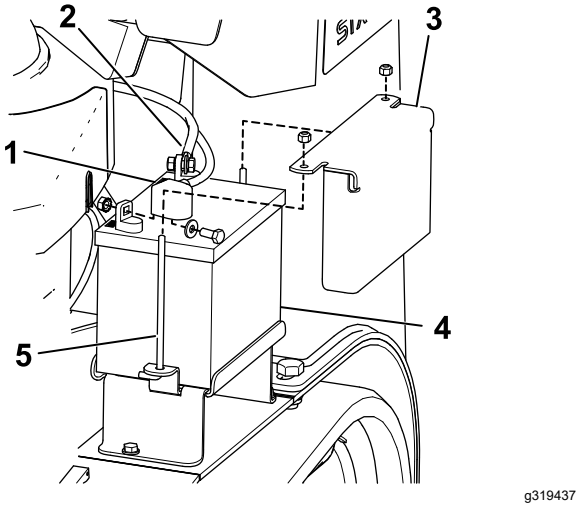

Figur 41
3. Lyft av gummikåpan från minuskabeln. Lossa batteriets minuskabel från batteriets minuspol (–) (Figur 41).
4. Skjut av den röda anslutningsskon från batteriets pluspol (röd). Lossa sedan batteriets pluskabel (röd) (Figur 41).
5. Ta bort batterilåsfästet, j-skruvarna och låsmuttrarna som fäster batteriet (Figur 41) och ta bort batteriet.
1. Anslut batteriets pluskabel (röd) till batteriets pluspol (+) med hjälp av fästelementen du tog bort tidigare (Figur 41).
3. Anslut batteriets minuskabel (svart) till batteriets minuspol (−) med hjälp av fästelementen du tog bort tidigare (Figur 41).
4. Fäst batteriet med hjälp av skenan och vingmuttrarna (Figur 41).